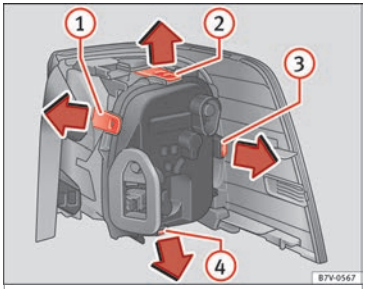

Fig. 115 Rear lights in the body: Remove the bulb holder. 1 to 4: Attachment tab
8.	To release the bulb holder, press on the attachment tabs ››› Fig. 115 1 to 4 in the direction of the arrow.